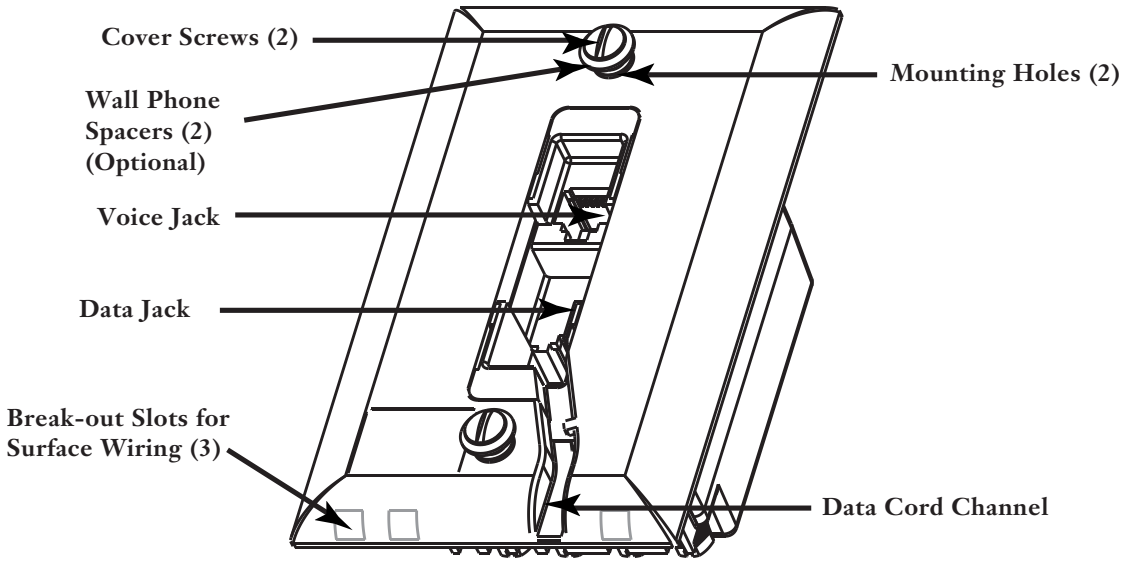

Figure 1
The Indoor Flush Mount Unit (Figure 1) houses output jacks, screw binding posts, and electronics. The electronics is known as a "POTS Splitter". The POTS Splitter allows both voice and data signals to travel over the telephone line. This device splits the combined signal to provide separate outputs for both phone and data in the form of female jacks and screw terminals for wiring phone and data lines.
This unit can be flush mounted to an interior wall or flush mounted directly to an outlet box inside the wall using the mounting holes provided (Figure 1). A wall phone may also be used with this product.
4.1 Surface Wiring: Wire entrance break-outs are located at the bottom of the face plate (Figure 1). Select a break-out slot appropriate for wiring. Cut along both outside edges of the break-out using a pair of cutters. Remove the break-out using a pair of needle nose pliers. Dress the wire through the slot and to the appropriate screw terminal.
After wiring the unit, dress any excess wire inside the wall or outlet box behind the unit. Secure the unit by tightening the two cover screws to the outlet box or wall anchors. If installing a wall phone, use the wall phone spacers (Figure 1).